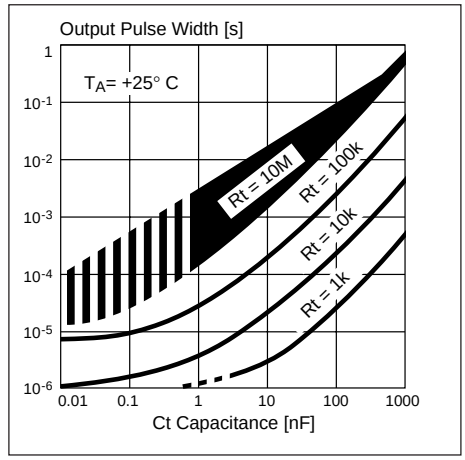

Figure 8. Typical t_{On} vs. C_T/R_T. Output pulse width vs. capacitance/resistance.
- Figure 8 shows the relationship between duty cycle, pulse width, and step frequency. Check specifications for the valid operating area.